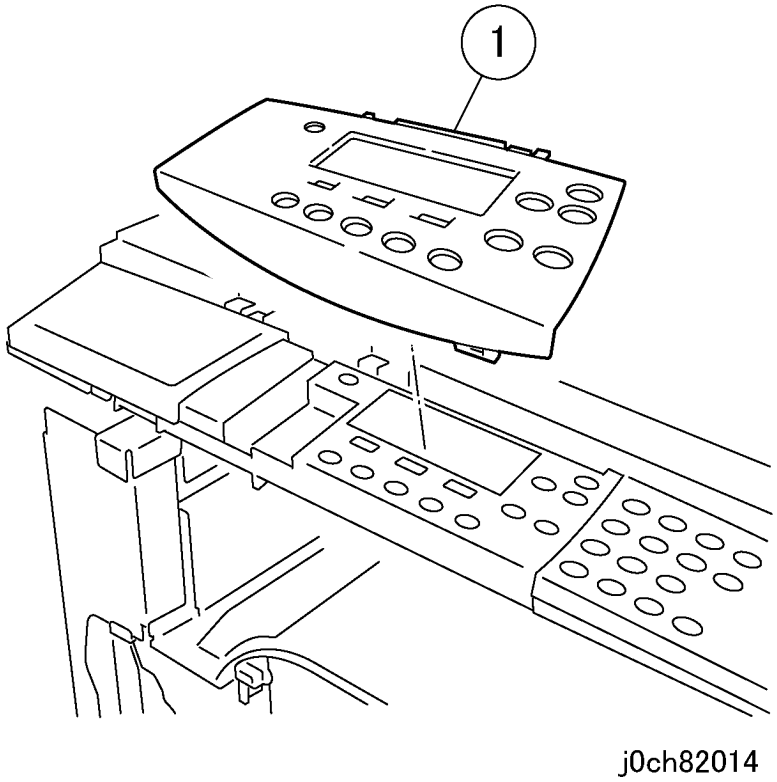

Рисунок 14 Снятие крышки LCD DC (j0ch82014)
17. Снимите крышку LCD DC (рисунок 14).